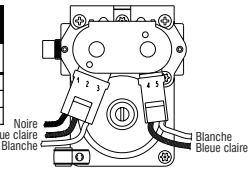

Figure 11 - Mesure de la résistance de l'électrovanne à gaz.
3. Utiliser un ohmmètre pour déterminer si la bobine de l'électrovanne à gaz a mal fonctionné : Débrancher les conducteurs. Mesurer la résistance entre les broches (voir figure 11). Les lectures doivent correspondre à ce qui est donné dans le tableau ci-après; sinon, remplacer les bobinages.